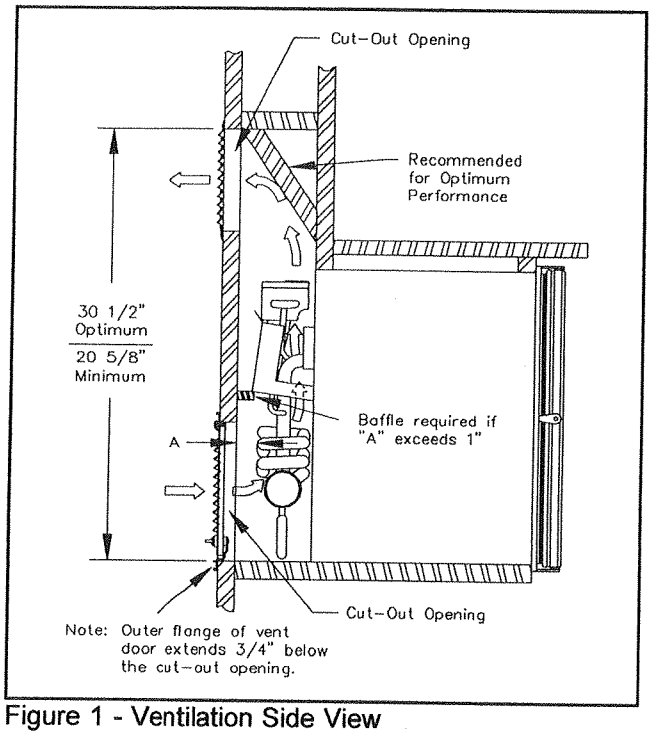

Figure 1 - Ventilation Side View
A.G.A./CGA certification permits installing the refrigerator with zero inch (0") minimum clearance at the sides, back, top, and bottom. This certification does not specify any maximum clearance. However, the clearances around the sides and rear should be minimized in order to create a proper air draft necessary for good refrigerator performance. If dimension "A" in Figure 1 exceeds 1", a baffle must be added in the location shown to prevent by-pass air. The condenser and absorber tubes must receive a continual supply of cooler air in order to maintain proper refrigerator cooling. The air passage (ventilation zone) from the lower vent door to the refrigerator coils and from the coils up through the upper vent must be unobstructed. If the air becomes trapped by obstructions, the refrigerator will start to lose its ability to cool. The illustration in Figure 1 shows the installation dimensions to obtain optimum venting. To prevent serious loss of cooling capacity, the upper cutout opening must not drop below the minimum stated dimension of 20 $^5/_8$". It is important to block off the area above the refrigerator cabinet from this ventilation zone (Figure 1) to prevent pockets of hot air from forming. Without adequate ventilation and/or with partial blockage of flue exhaust, incomplete combustion (on GAS operation) can cause carbon monoxide to form. See Warning above.